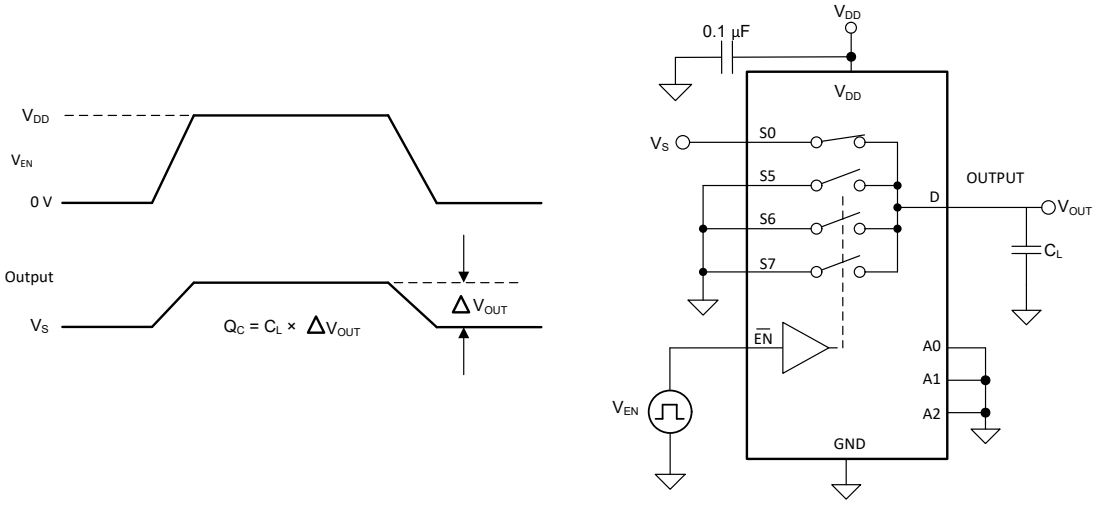

Figure 6-8. Charge-Injection Measurement Setup
Any mismatch in capacitance between the NMOS and PMOS transistors results in a charge injected into the drain or source during the falling or rising edge of the gate signal. The amount of charge injected into the source or drain of the device is known as charge injection, and is denoted by the symbol Q_C. Figure 6-8 shows the setup used to measure charge injection from source (Sx) to drain (D).